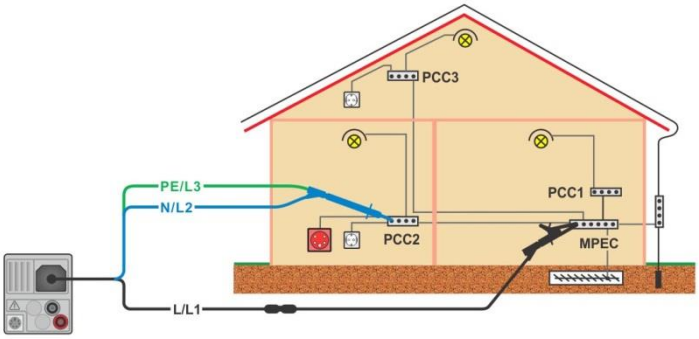

Figure 4.20: Connection of 3-wire test lead plus optional Extension lead
- Connect test leads, see ***Figure 4.20***.